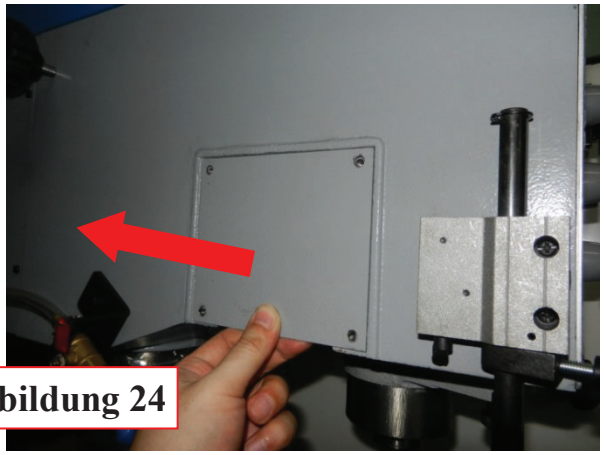

Abbildung 24
1. Entfernen Sie die Abdeckung, um Zugang zur Federbaugruppe zu erhalten. (**Abbildung 24**).